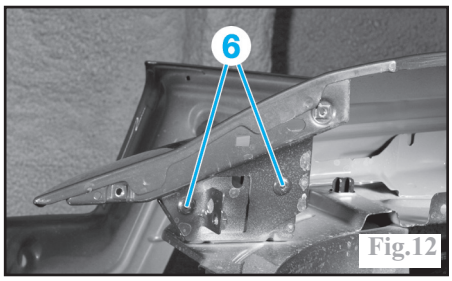

Fig.12
-les têtes des rivets (6) (Fig.12).